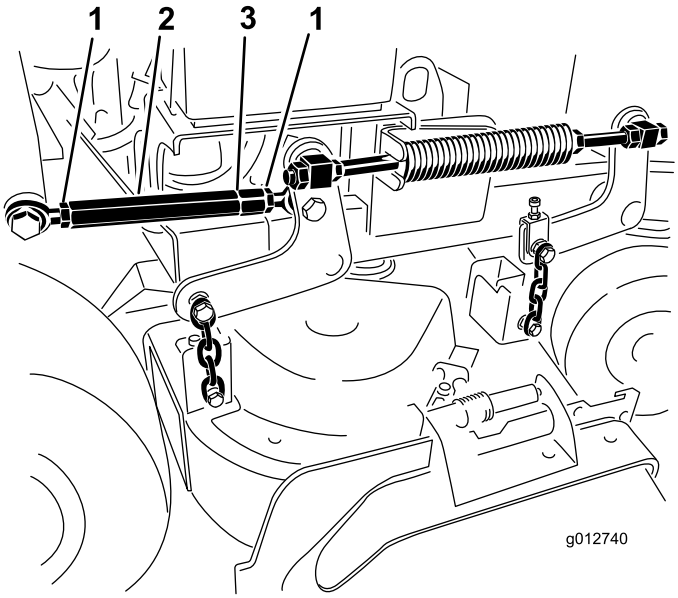

Figure 87
7. Desserrez les écrous de blocage à chaque extrémité du tendeur (Figure 87).
Remarque: L'extrémité du tendeur portant la gorge usinée est filetée à gauche (Figure 87).